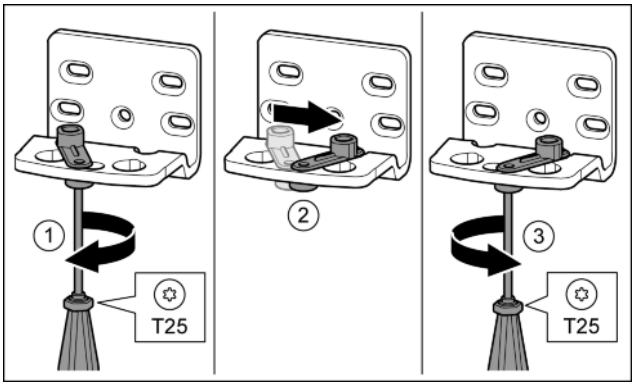

*Fig. 16**
▶ Loosen the screw using a T25 screwdriver.* *Fig. 16 (1)*
▶ Lift the door closure aid and turn it 90° to the right in the hole.* *Fig. 16 (2)*
▶ Tighten the screw using a T25 screwdriver.* *Fig. 16 (3)*